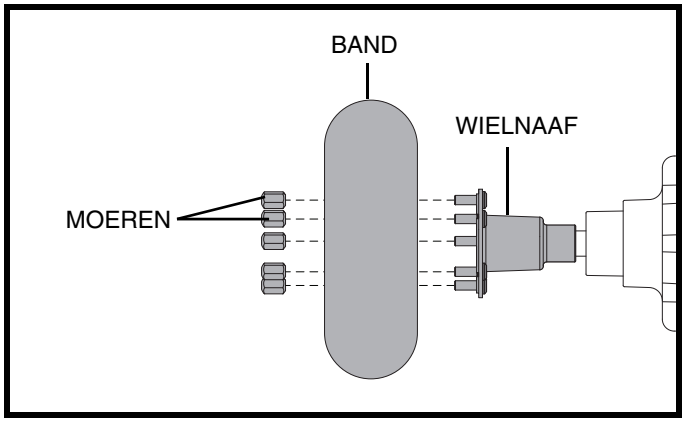

Figuur 29. Vervangen van de wielen
4. Verwijder de moeren van de wielnaff. **Zie figuur 29.**
9. Schuif het wiel weer op de naaf. **Zie figuur 29.**